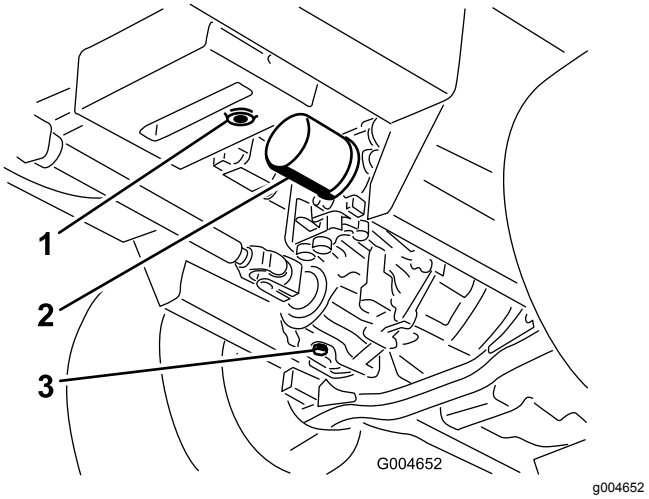

Rysunek 57
3. Umieść dużą miskę pod zbiornikiem hydraulicznym i skrzynią przekładniową, a następnie odkręć korki, spuszczając cały olej hydrauliczny (Rysunek 57).
4. Oczyść obszar wokół filtra oleju hydraulicznego i wyjmij filtr (Rysunek 57).